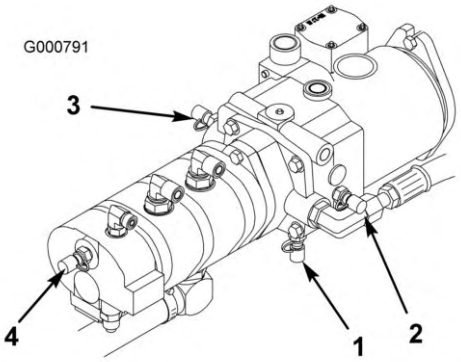

Figura 83
4. A porta de teste D encontra-se localizada no fundo da transmissão hidrostática (Figura 83) e é utilizada para medir a pressão de carga da transmissão.
5. A porta de teste E é utilizada para medir a pressão da tracção em frente (Figura 83).
6. A porta de teste F é utilizada para medir a pressão da tracção em marcha-atrás (Figura 83).
7. A porta de teste G é utilizada para medir a pressão do circuito da direcção (Figura 83).